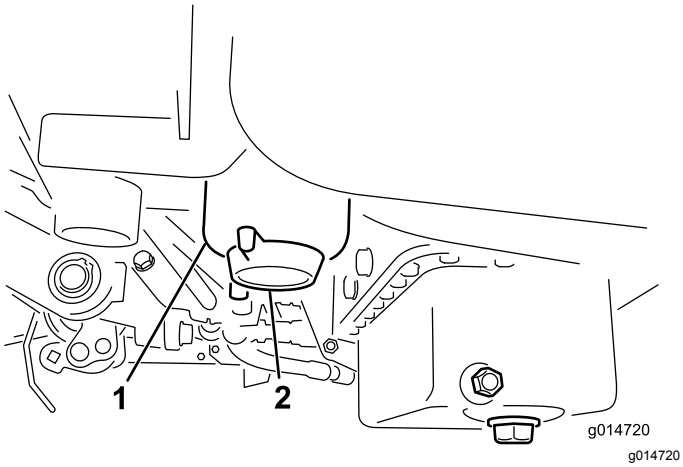

Rysunek 31
3. Odkręć korek spustowy na filtrze paliwa, wykonując około jeden obrót, i zlej całą zgromadzoną wodę (Rysunek 31).